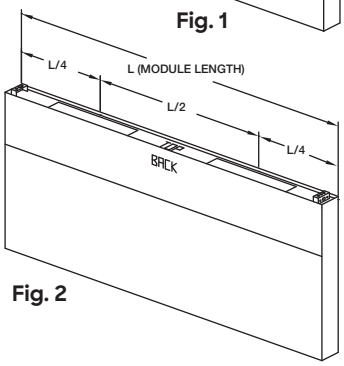

Fig. 2
3. If the back supply plenum is to have two openings, cut openings such that they are centered at L /4 from each end of the plenum. (Fig. 2)